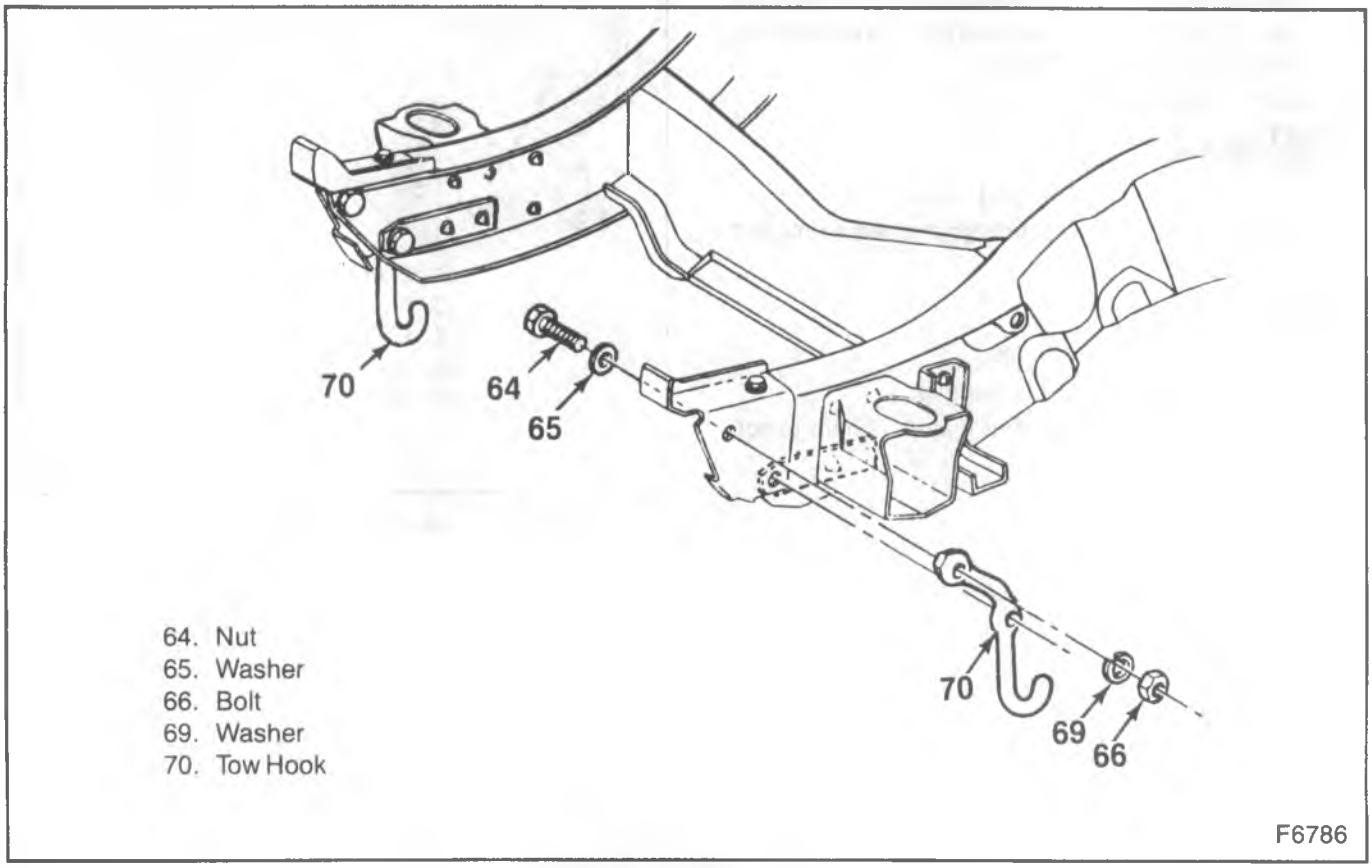

Figure 6—R/V Tow Hooks
5. Rub strips from the bumper and guards (where used) (figure 6).
7. Brace bolts and washers from the inside of the frame rail (figure 6).
8. Braces (54).
10. Tow hooks (70) (where used).
11. Brackets (55).